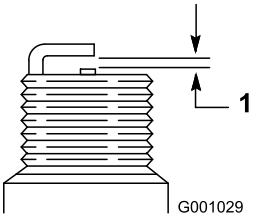

Figur 50
4. Indstil mellemrummet mellem elektroderne på et nyt tændrør til 0,76 mm (Figur 50).